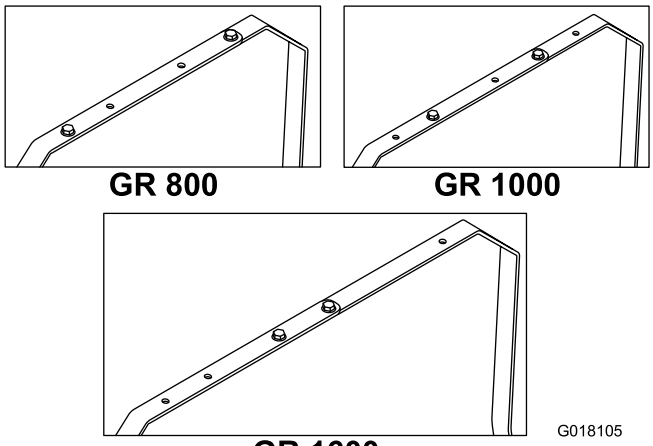

Figure 1
6. Secure the two bars together using 2 bolts (5/16 x 1 inch), 2 washers, and 2 flange nuts through the holes corresponding to the appropriate model as shown in Figure 1.